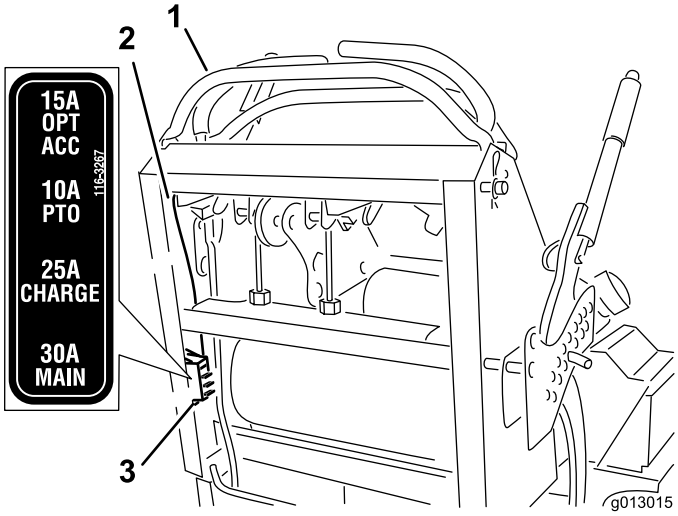

Bild 55
2. Ziehen Sie an der Sicherung und entfernen oder tauschen Sie aus (Bild 55).